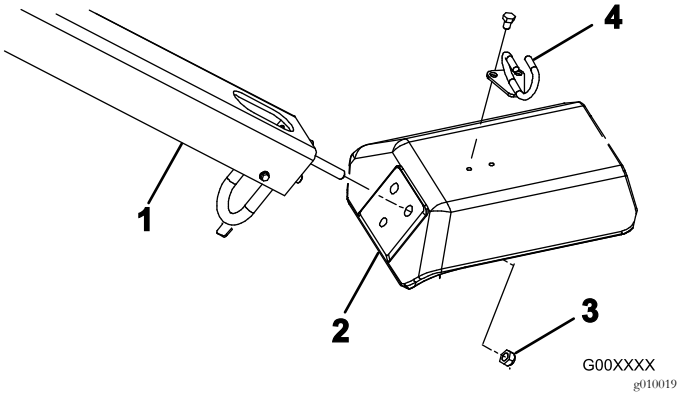

Figur 4
2. För in handtagets monteringsbultar i klykans hål (Figur 4).
3. Fäst handtagets bultar vid klykan med de tre låsmuttrarna (1/2 tum) (Figur 4)
5. Montera kabelföraren överst på klykan med två skruvar (5/16 x 1/2 tum) (Figur 4).